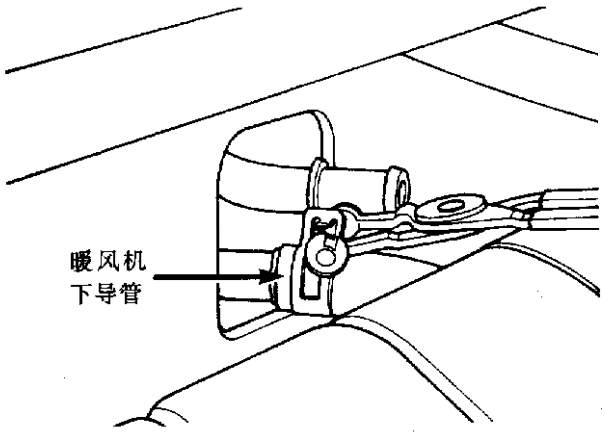

图11－33　暖风机下导管
④拆下刮水器模块。
⑤拆开后暖风机输送管。
⑥抽干发动机制冷剂，拆去暖风机下软管(图11－33)。在制冷剂输送管上塞上塞子。
⑦拆下膨胀阀上的吸入管和空调冷凝器输送管(见图11－30)。
⑧拆下仪表板总成。
⑨拆下暖风机导管。
⑩断开上加固件上的两个上紧固件以及管道上的下紧固件。
⑪拆下将暖风和空调(HVAC)装置固定到仪表板上的三个螺母(在发动机舱里，图11－34)。
⑫断开HVAC电线束。
⑬向后拉整个装置，直至其螺栓离开仪表板，垂下装置，继续向后拉，将它从车上取下来。
①按上述拆卸相反的顺序进行操作。安装时，在管道进口装上新的O形环。
②抽空装置，注入冷凝剂。
③进行HVAC控制校准和测试过程。